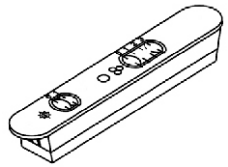

рис. 11
7.2.1 Ползунковый переключатель (рис. 11).